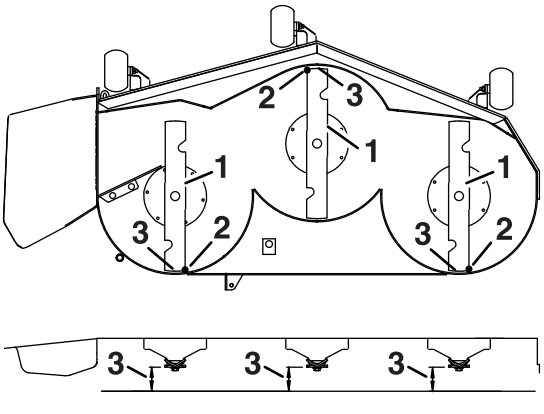

**Figur 82**
7. Kontroller den langsgående knivhældning (Figur 82). Kontroller, at den forreste knivspids er lavere end den bagerste knivspids som vist i blokhøjde- og rivetabellen. Hvis den har behov for justering, skal du fortsætte med denne procedure.